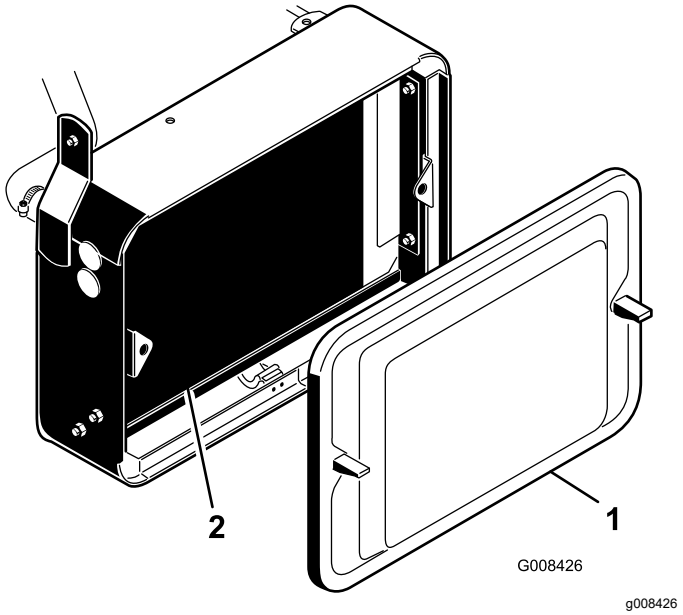

Figuur 44
1. Verwijder het radiateurscherm (Figuur 44).